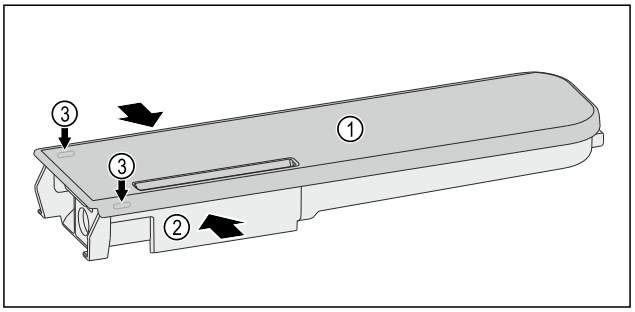

*Fig. 173*
▶ Druk het waterreservoir *Fig. 173 (2)* samen en til het deksel *Fig. 173 (1)* voorzichtig over de vergrendelingsnokken *Fig. 173 (3)* en trek het omhoog.
▶ Beweeg het deksel *Fig. 173 (1)* licht heen en weer en neem het naar boven toe af.